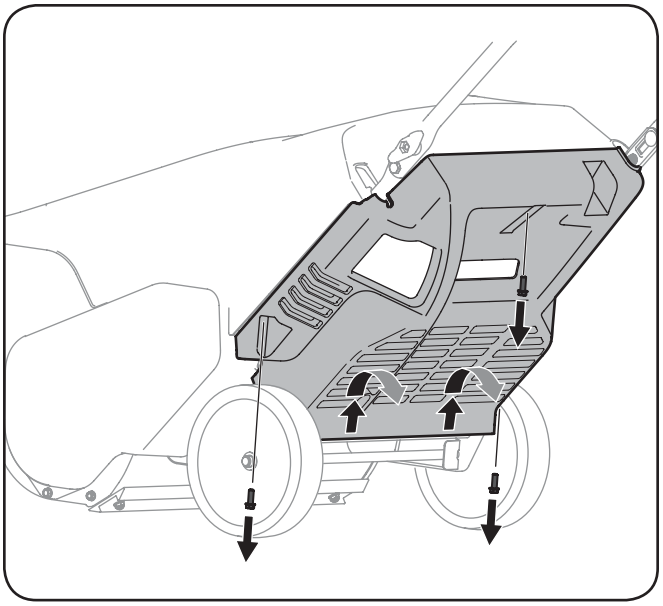

Figure 6-3
2. Retirez les trois vis qui retiennent le panneau inférieur. Enlevez le panneau en le soulevant pour dégager les pattes de sa base des fentes, puis tirez-le. Voir la Fig. 6-3.